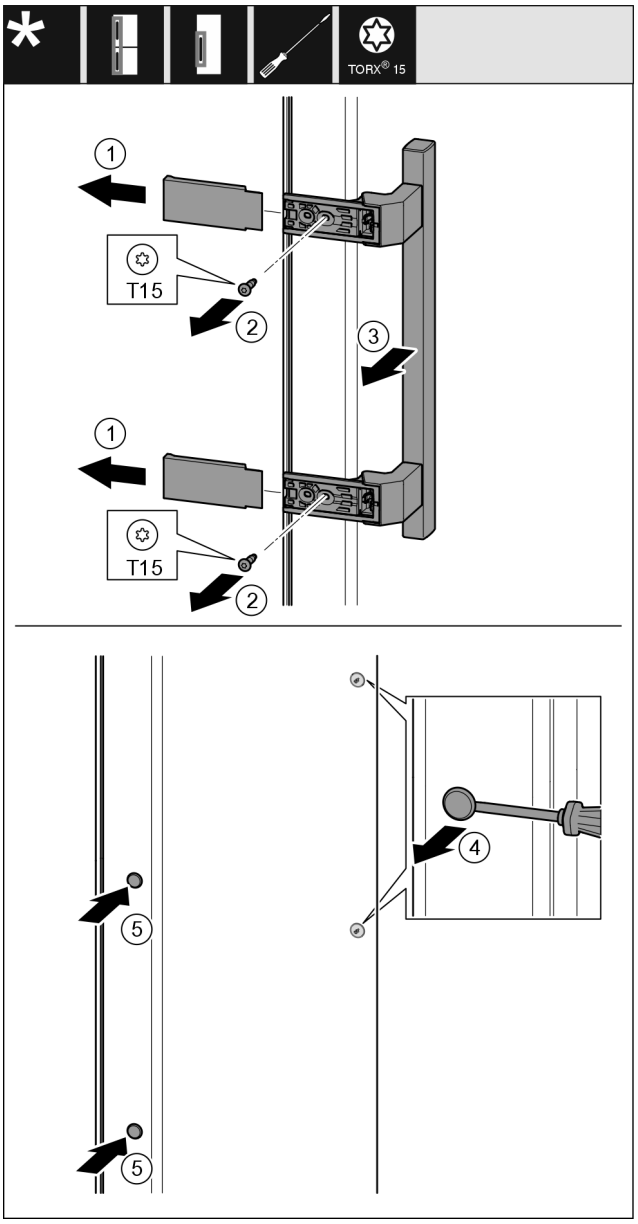

Fig. 10
▶ Stáhněte kryt. *Fig. 10 (1)*
▶ Šroubovákem Torx 15 vyšroubujte šrouby. *Fig. 10 (2)*
▶ Sejměte madlo. *Fig. 10 (3)*
▶ Postranní zátku opatrně plochým šroubovákem nadzvedněte a vytáhněte. *Fig. 10 (4)*
▶ Zátku opět vložte na druhé straně. *Fig. 10 (5)*